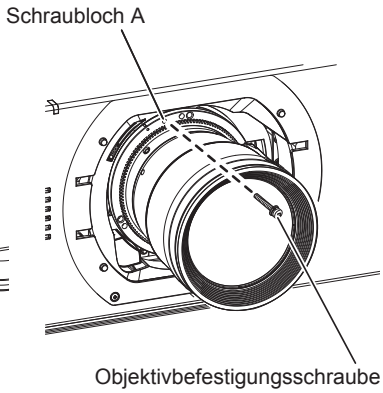

Abb. 3
3) Sichern Sie das Projektionsobjektiv mit der beiliegenden Objektivbefestigungsschraube. (Abb. 3)